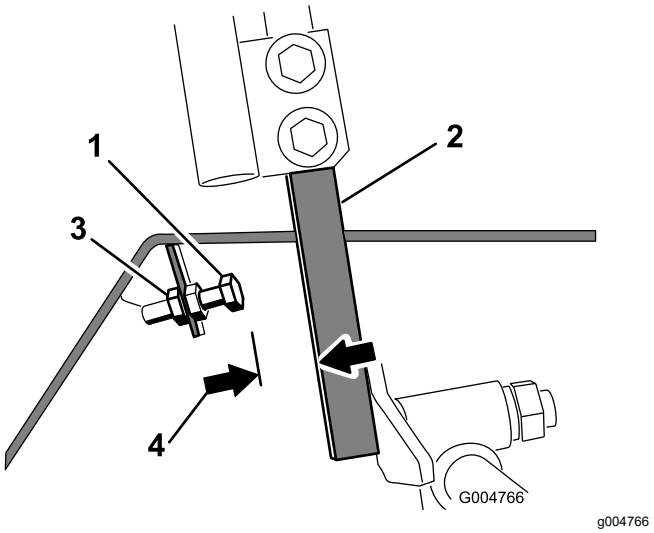

Figur 54
4. Lossa kontramuttern på stoppbulten för ett rörelsereglage (Figur 54).